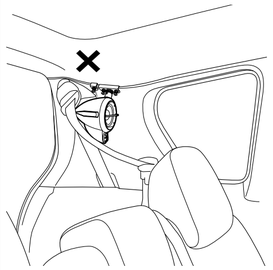

図4-1
- シートベルトがスピーカーに接する位置への取り付け（図4-1）